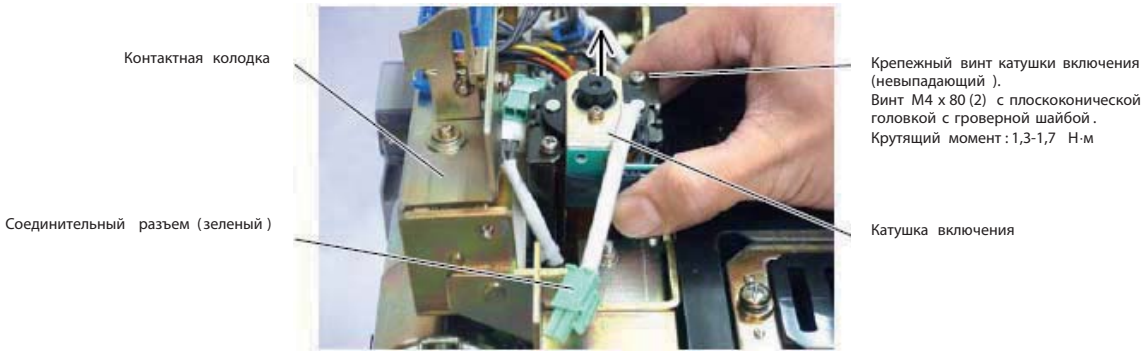

Рис. 51. Извлечение катушки включения
6) Чтобы ослабить крепежные винты катушки включения поверните их на 5 или 6 поворотов, а затем отсоедините соединительный разъем (зеленый) и извлеките катушку включения. См. рис. 51. (Крепежные винты катушки включения – невыпадающие винты, которые нельзя выкрутить со стороны катушки включения).